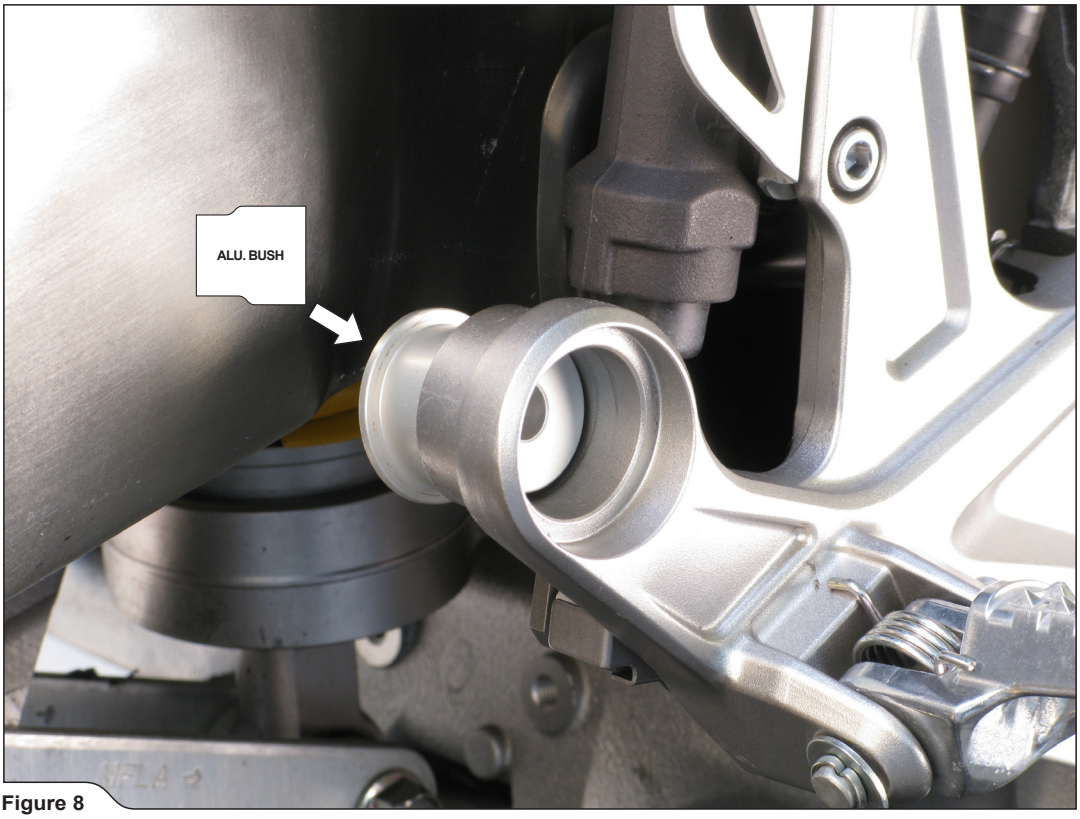

Figure 8
2. Insert the aluminium bush from Akrapovič installation kit into the muffler's bracket **(Figure 8).**